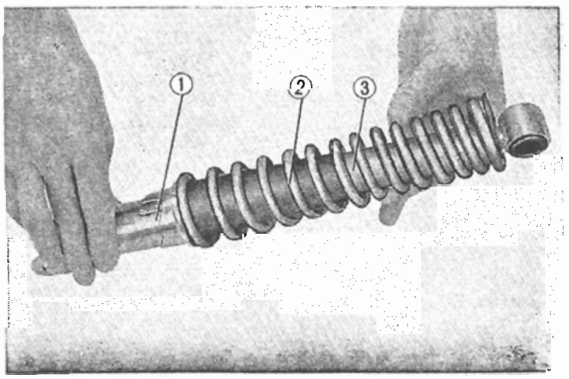

Fig. 4.70 Assembling the rear cushion
① Rear damper assy
② Spring guide
③ Rear cushion spring
④ Rear cushion upper case
⑤ Rear cushion spring seat stopper
1. Assemble the under seat, spring and upper case to the damper. Compress the assembly using a special tool and lock the assembly with the cushion spring seat. **(Fig. 4.70)**